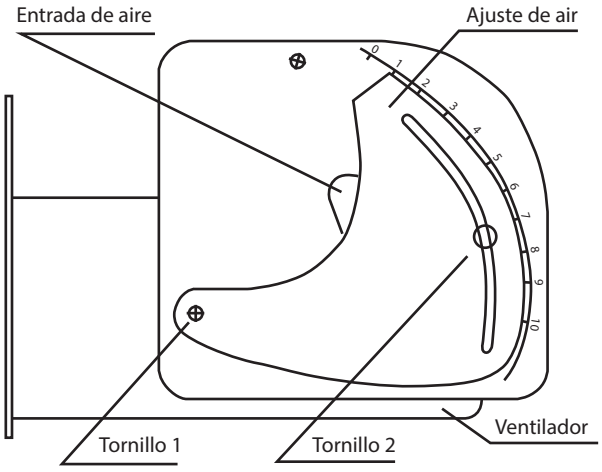

Imagen 2
i. Si el quemador no forma una llama estable y azul, ajuste el control de entrada de aire por el costado del horno, asegúrese de que el gas pueda quemarse por completo (Imagen 2).